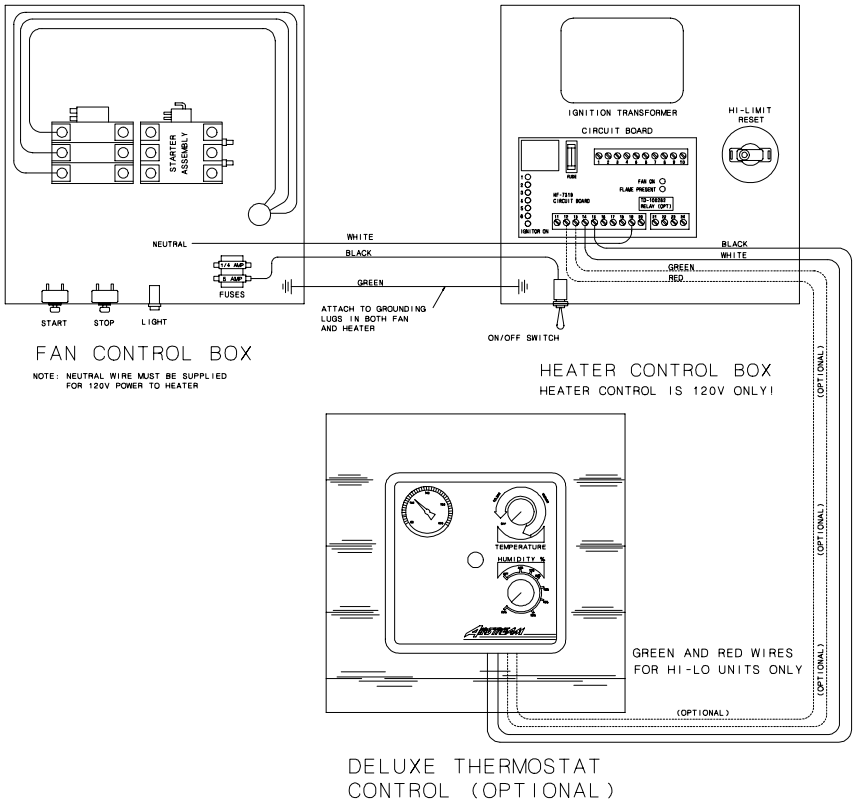

Figure 2: Deluxe vane axial heater wiring to fan unit.
2. Make field connection of wires in fan box as shown in Figure 2. 110V power supply or .5KVA 460V to 110V transformer must be used to supply power for heater. IMPORTANT! HEATER MUST BE INTERLOCKED WITH FAN FOR SAFE OPERATION.
3. Connect deluxe thermostat control (optional) as shown in Figure 2. IMPORTANT! THERMOSTAT MUST BE INSTALLED FOR SAFE OPERATION.